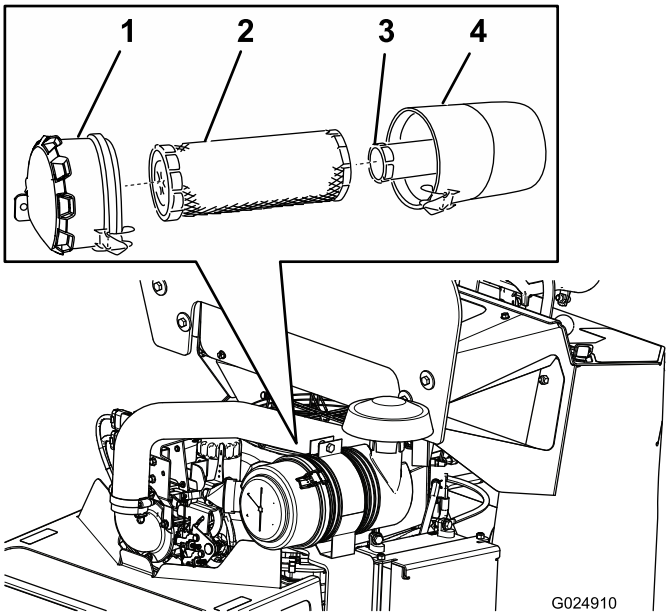

**Figur 29**
3. Lossa spärrhakarna på luftrenaren och dra av luftrenarkåpan från luftrenarhuset (Figur 29).
5. Dra försiktigt ut huvudfiltret ur luftrenarhuset (Figur 29).
2. När du sätter i ett nytt inre filter ska du försiktigt skjuta in det i filterhuset (Figur 29).
3. Skjut försiktigt huvudfiltret över det inre filtret (Figur 29).
4. Sätt på kåpan på luftrenarhuset och knäpp fast spärrhakarna (Figur 29).